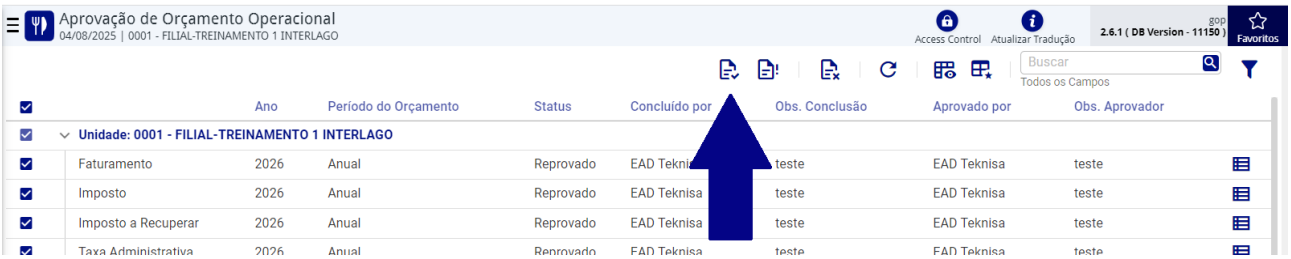

Figura 405: Aprovar
- **Procedimento:** Selecione o(s) item(ns) com status **"Pendente"**, clique em **Aprovar** (Figura 405), insira uma observação (opcional) e confirme.